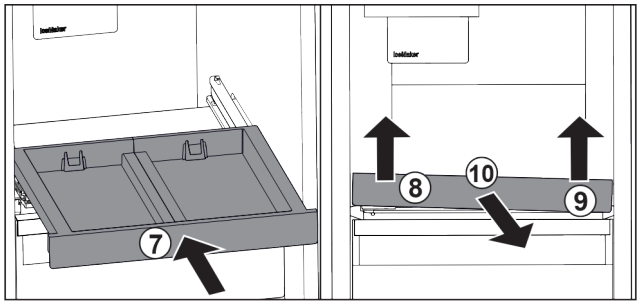

Fig. 101
▶ Auszugsbord einschieben. *Fig. 101 (7)*
▶ Auszugsbord vorne links anheben. *Fig. 101 (8)*
▶ Auszugsbord vorne rechts anheben. *Fig. 101 (9)*
▶ Auszugsbord nach vorne entnehmen. *Fig. 101 (10)*